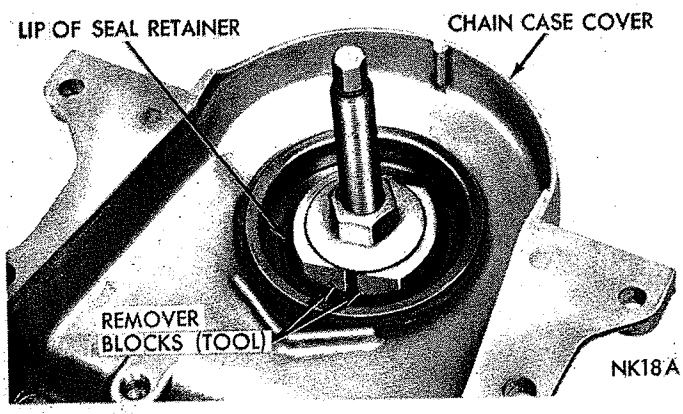

*Fig. 30—Remover Blocks Expanded to Puller Position (Tool C-3506)*
(1) Position remover screw of Tool C-3506 through case cover with inside of case cover up. Position puller blocks directly opposite each other, and force the angular lip between the neoprene and flange of the seal retainer.
(2) Place washer and nut on remover screw. Tighten nut as tight as possible by hand, forcing the blocks into the gap to a point of distorting the seal retainer lip, (Fig. 30). This is important, **remover is only positioned at this point.**
(3) Place sleeve over the retainer and place removing and installing plate into sleeve.